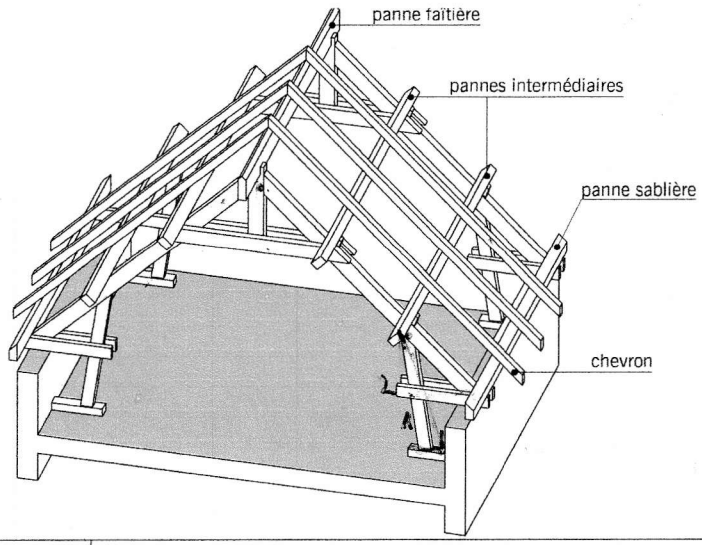

fig. 5.6 | charpente avec fermes à entrait retroussé
■ La **ferme à entrait retroussé** (fig. 5.6 et 5.7) : ferme particulière permettant l'habitabilité des combles (espaces délimités par les versants de toiture et le dernier plancher).